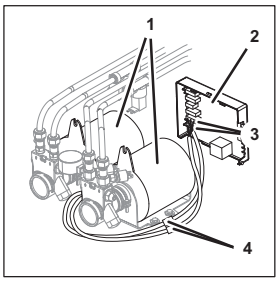

Fig. 46
1. Disconnect either the plug (Fig. 46/4) of the carbonator pump motor (Fig. 46/1) or disconnect the plug (Fig. 46/3) of the carbonator pump motor (Fig. 46/1) from control system 1 (Fig. 46/2).
9. Connect either the plug (Fig. 46/4) of the carbonator pump motor (Fig. 46/1) or connect the plug (Fig. 46/3) of the carbonator pump motor (Fig. 46/1) to control system 1 (Fig. 46/2).